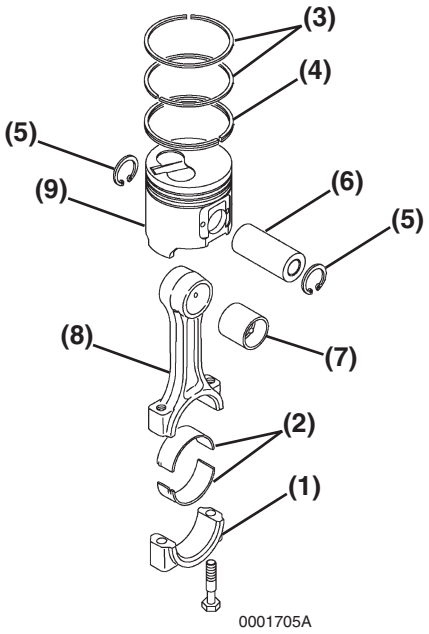

Figure 6-83
2. If removed, install a new wrist pin bushing **(Figure 6-83, (7))** using a press and the appropriate service tool. Be sure to align the oil holes.
3. Reinstall one circlip **(Figure 6-83, (5))** into the piston. Ensure the circlip is securely seated in the groove.